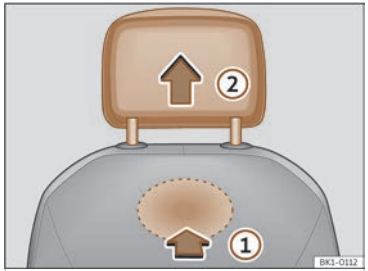

Fig. 101 Appuie-tête avant : démontage.
- Pour le déverrouiller, recherchez l'évidement situé à l'arrière du dossier dans la zone marquée et appuyez dans le sens de la flèche ››› **fig. 101** ①.
- Retirez l'appuie-tête dans la direction de la flèche ②.